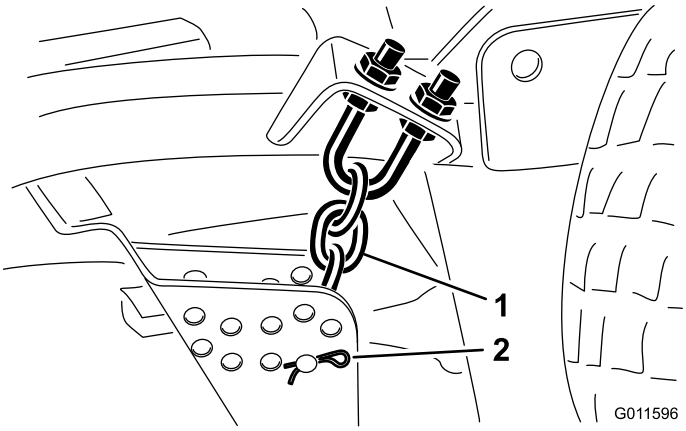

Figura 18
5. Retire o contrapino tipo grampo e pino de segurança que fixam as correntes da altura de corte à traseira da unidade de corte (Figura 18).